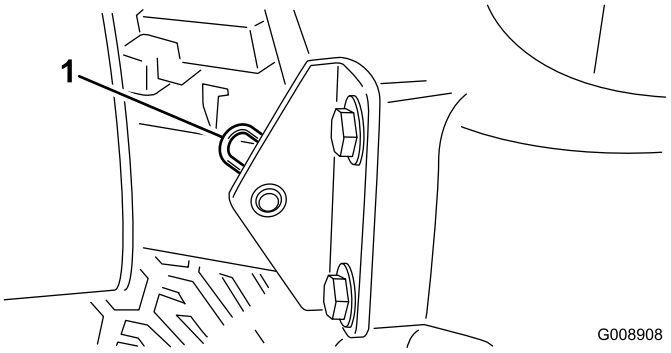

Figur 30
2. Fjern hårnålssplinten som fester panseret til monteringsbrakettene (Figur 30).
Merk: Smøreniplene på valsene (Figur 30) krever en adapter for munnstykke på fettsprøyte. Bestill Toro-delenr. 107-1998 fra en autorisert Toro-forhandler.